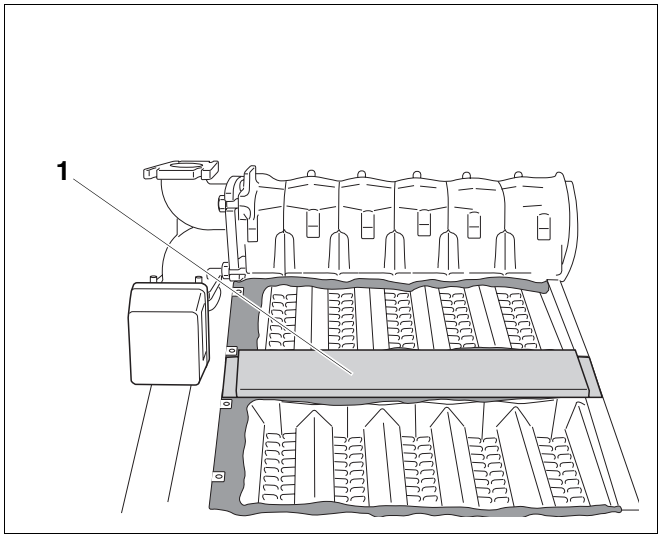

Afb. 34 Middendeel aanbrengen
- Plaats het middendeel (afb. 34, **pos. 1**) gelijk met de voorkant van de verwarmingsketel.
- Positioneer het middendeel (afb. 34, **pos. 1**) en schroef het langs de voorzijde vast met een schroef met vlakke kop 3,9 x 9,5.